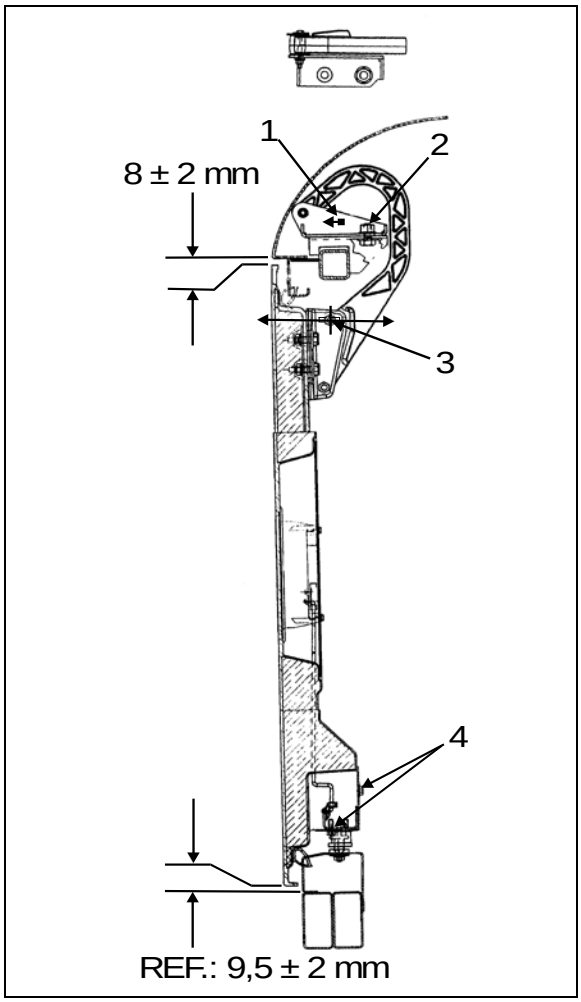

**FIGURE 80: DOOR HINGE** 18194
2. Loosen nut (2, Figure 80).
3. Move part (1, Figure 80), as close as possible to exterior of coach, so as to have enough clearance for proper door opening.
4. Tighten nut (2, Figure 80).
5. Loosen nut (3, Figure 80). Hinge allows the door to be shifted "IN or OUT".
6. Adjust door panel to have the same gap space as neighboring panels or refer to Figure 60for specified gap space. Only if necessary, use the adjustment allowed by moving part 1, Figure 80.